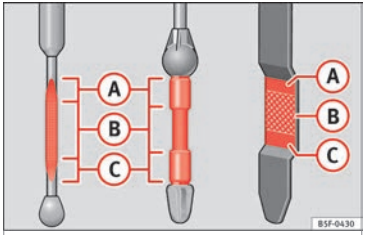

Fig. 147 Engine oil dipstick.
– Then pull it out once more and check the oil level ››› Fig. 147. Top up with engine oil if necessary.